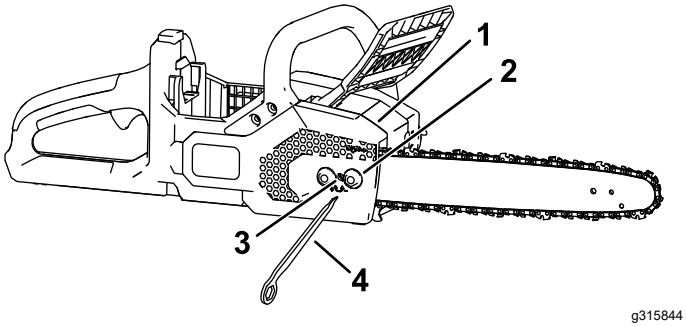

Rysunek 28
5. Korzystając z narzędzia uniwersalnego znajdującego się na wyposażeniu piły poluzuj nakrętki uwięzione na osłonie bocznej, ale nie demontuj jej (Rysunek 28)
7. Korzystając z narzędzia uniwersalnego wyreguluj naprężenie łańcucha, a następnie zabezpiecz osłonę boczną na pile łańcuchowej poprzez dokręcenie nakrętek uwięzionych (Rysunek 28).
2. Zdemontuj osłonę boczną – w tym celu poluzuj 2 nakrętki uwięzione mocujące osłonę (Rysunek 28).
3. Poluzuj łańcuch obracając pokrętło naprężania łańcucha w lewo (Rysunek 28).